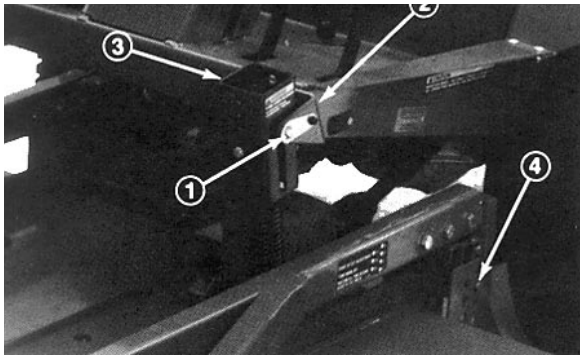

Fig. 9
2. Fjern modvægten fra traktoren, fjern låsestifterne fra beslaget, adskil spændefjedrene fra beslagene og læg dem ned på klippeenheden. Sæt låsestifterne løst på beslagene, så de ikke bliver væk (fig. 9).
3. Sænk klippeenheden, fjern de fire (4) bolte fra klippehøjdebeslagene (fig. 9).